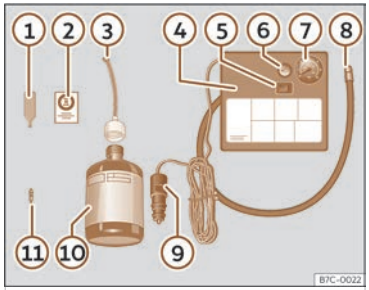

Fig. 258 Représentation standard : contenu du kit anticrevaison.
Le kit anti-crevaison se trouve dans le coffre à bagages, sous le revêtement de plancher. Il inclut les éléments suivants ››› **fig. 258** :
- Dévissez le capuchon et l'obus de la valve du pneu. Utilisez l'appareil ››› **fig. 258** 1 pour extraire l'obus. Placez-le sur une surface propre.
- Agitez fortement la bouteille de produit de colmatage des pneus ››› **fig. 258** 10.
- Vissez le tuyau de gonflage ››› **fig. 258** 3 sur la bouteille de produit de colmatage. Le plombage du goulot de la bouteille est automatiquement percé.
- Retirez le bouchon du tuyau de remplissage ››› **fig. 258** 3, puis vissez l'extrémité ouverte du tuyau sur la valve du pneu.
- Placez de nouveau l'obus avec l'outil ››› **fig. 258** 1 sur la valve du pneu.
- Vissez le tuyau de gonflage du pneu du compresseur ››› **fig. 258** 8 sur la valve du pneu.
- Vérifiez si la vis d'évacuation d'air est serrée ››› **fig. 258** 6 .
- Branchez le connecteur ››› **fig. 258** 9 à la prise de courant de 12 volts du véhicule ››› **page 276**.
- Raccordez le compresseur d'air au commutateur ON/OFF ››› **fig. 258** 5 .
- Collez l'autocollant ››› fig. 258 ② sur le combiné d'instruments, dans le champ de vision du conducteur.
Revissez le tuyau de gonflage ››› fig. 258 ⑧ et vérifiez la pression du manomètre ⑦.